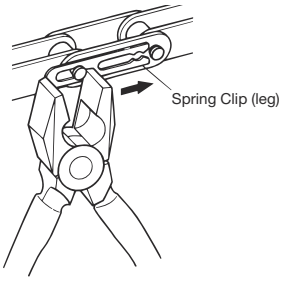

Figure 19: Use a Pair of Pliers to Secure Spring Clip
2) Pay careful attention to ensure that the fingers of the spring clip are not spread too wide. If the spring clip does not fit securely, it could become detached without warning, leading to an accident (Figures 19 and 20).